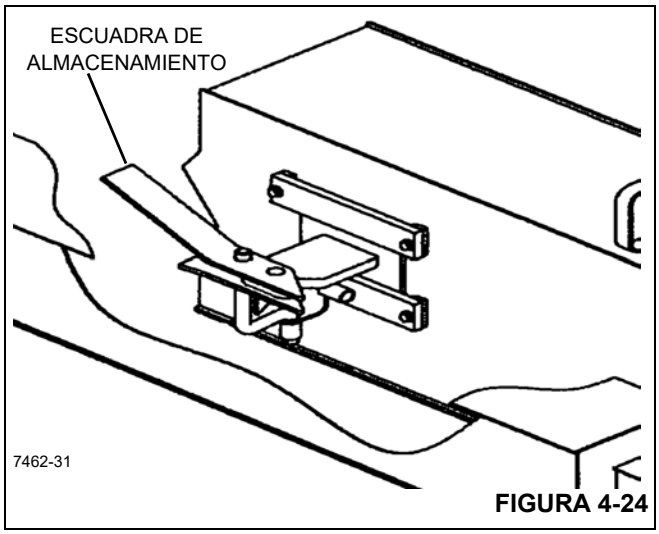

FIGURA 4-24
Es extremadamente importante para la seguridad del operador de la grúa y para todos los que trabajen alrededor de la grúa que la extensión del plumín se asegure debidamente a la escuadra de almacenamiento del plumín (Figura 4-24) y a la punta de la pluma principal.
5. Con el plumín fijado con pasador a la cabeza de la polea, gire el plumín paralelo a la pluma y asegúrelo a la escuadra de almacenamiento del plumín, Figura 4-24.